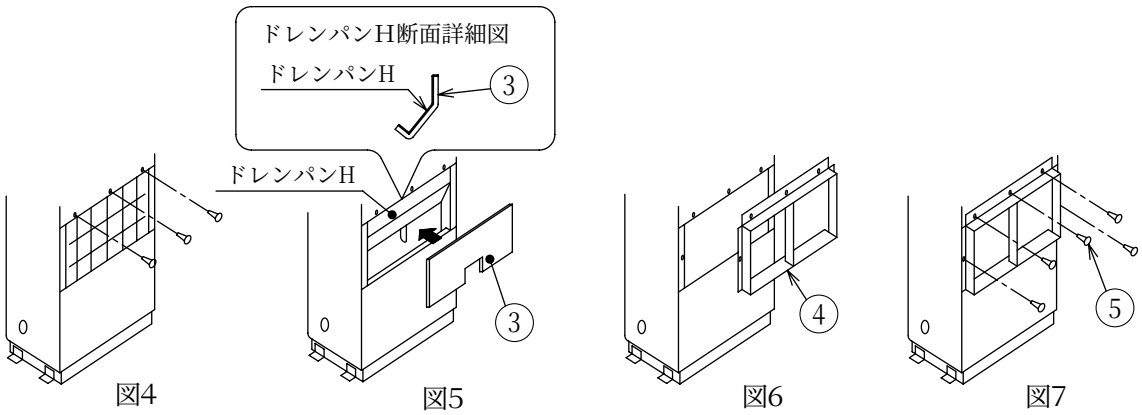

図4　図5　図6　図7
(2) 後吸込みダクトフランジの取付け
①後吸込みガードを取外してください。（ネジ3本　但しP2・3Aの場合：2本）…図4